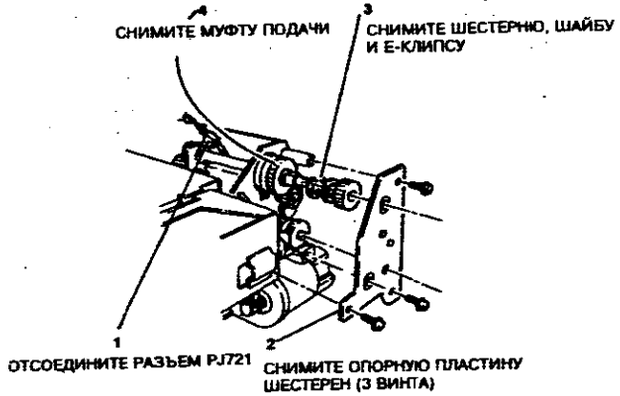

**Рисунок 1. Снятие муфты подачи HCF**
5. (Рисунок 1) Снимите муфту подачи HCF.